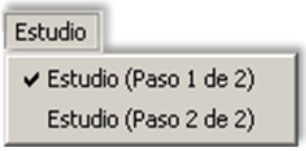

Figura D.47. Despliegue del menú Estudio.
- **Estudio.** Este menú permite acceder a los campos referentes al estudio del circuito Steinmetz (ver Figura D.47).